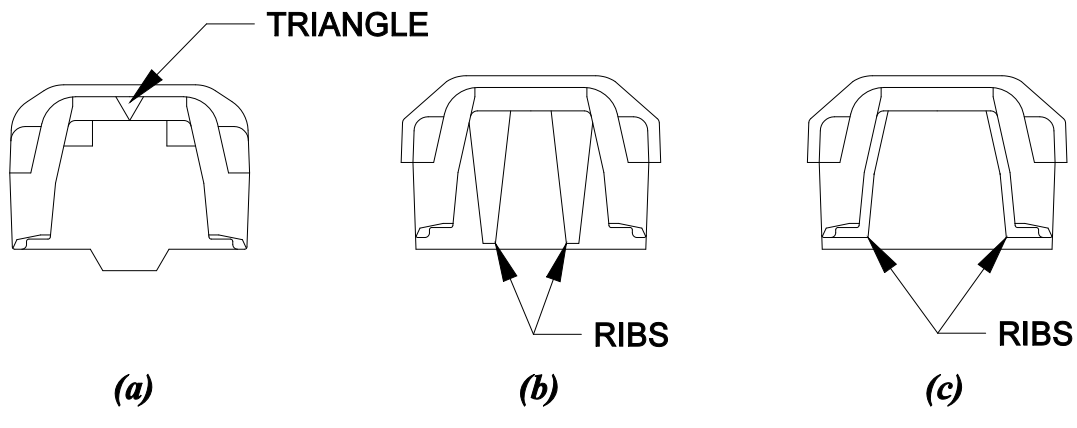

Figure 3-K-1
3. Identify the proper shoulder design for replacements from Figure 3-K-1, and then use Table 3-R for the item number.